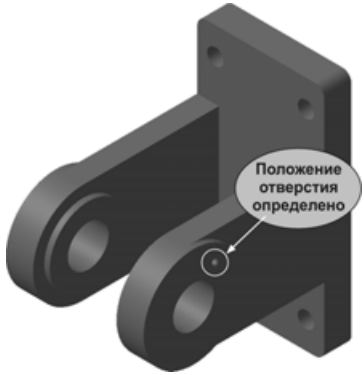

Рис. 5.147
- На этом редактирование эскиза резьбового отверстия закончено (рис. 5.147), закройте эскиз.